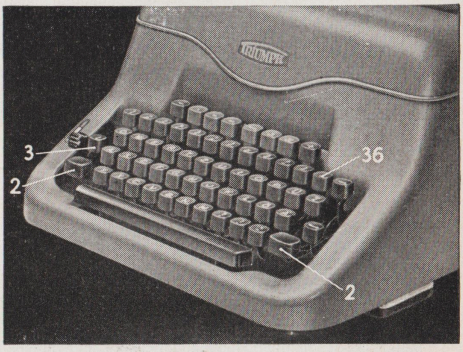

Abb. 6
Das Tastenfeld (1) der TRIUMPH-Matura ist genormt. Es besteht aus 45 Tasten mit 90 Schriftzeichen (Abbildung 6).